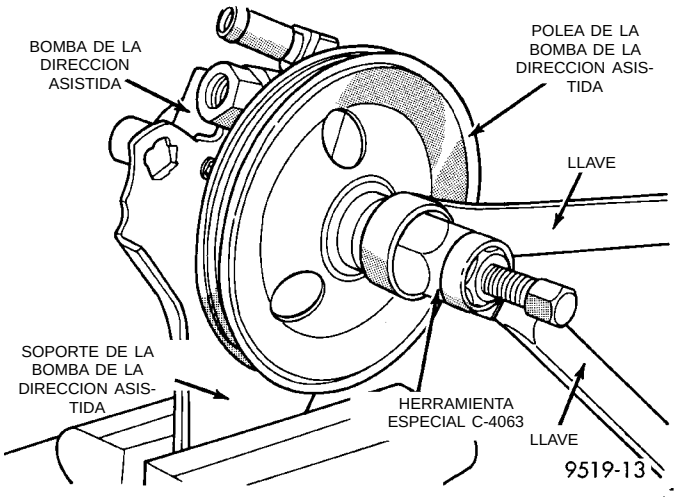

Fig. 41 Instalación de la polea sobre el eje de la bomba de la dirección asistida
(2) Coloque la polea de la bomba de la dirección asistida en escuadra en el extremo del eje de la bomba de la dirección asistida. Coloque el instalador, Herramienta especial C-4063 en las roscas internas del eje de la bomba de la dirección asistida y contra la polea de la bomba de la dirección asistida (Fig. 41).